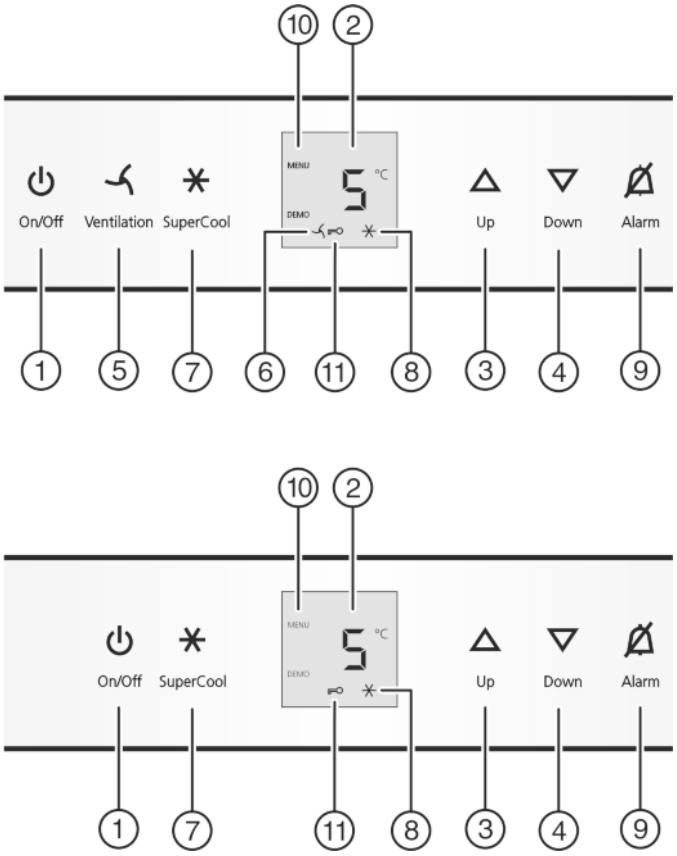

Fig. 2
▶ Appuyer sur la touche On/Off *Fig. 2 (1)*.
▶ Activer le mode de réglage : appuyer env. 5 sec. sur la touche SuperCool *Fig. 2 (7)*.
▷ Le symbole Menu *Fig. 2 (10)* est allumé.
▶ Pour confirmer, appuyer brièvement sur la touche SuperCool *Fig. 2 (7)*.
▶ appuyer brièvement sur la touche SuperCool *Fig. 2 (7)* pour activer la sécurité enfants.
▷ Le symbole Sécurité enfants *Fig. 2 (11)* est allumé. L'affichage c clignote.
▶ appuyer brièvement sur la touche SuperCool *Fig. 2 (7)* pour désactiver la sécurité enfants.
▷ Le symbole Sécurité enfants *Fig. 2 (11)* s'éteint. L'affichage c clignote.
▶ Désactiver le mode de réglage : appuyer sur la touche On/Off *Fig. 2 (1)*.
▶ Appuyer sur la touche Alarme *Fig. 2 (9)*.
▶ Augmenter la température : appuyer sur la touche de réglage Up *Fig. 2 (3)*.
▶ Diminuer la température : appuyer sur la touche de réglage Down *Fig. 2 (4)*.
▶ Appuyer brièvement sur la touche SuperCool *Fig. 2 (7)*.
▷ Le symbole SuperCool *Fig. 2 (8)* s'allume dans l'affichage.
▷ Le symbole SuperCool *Fig. 2 (8)* s'éteint dans l'affichage.